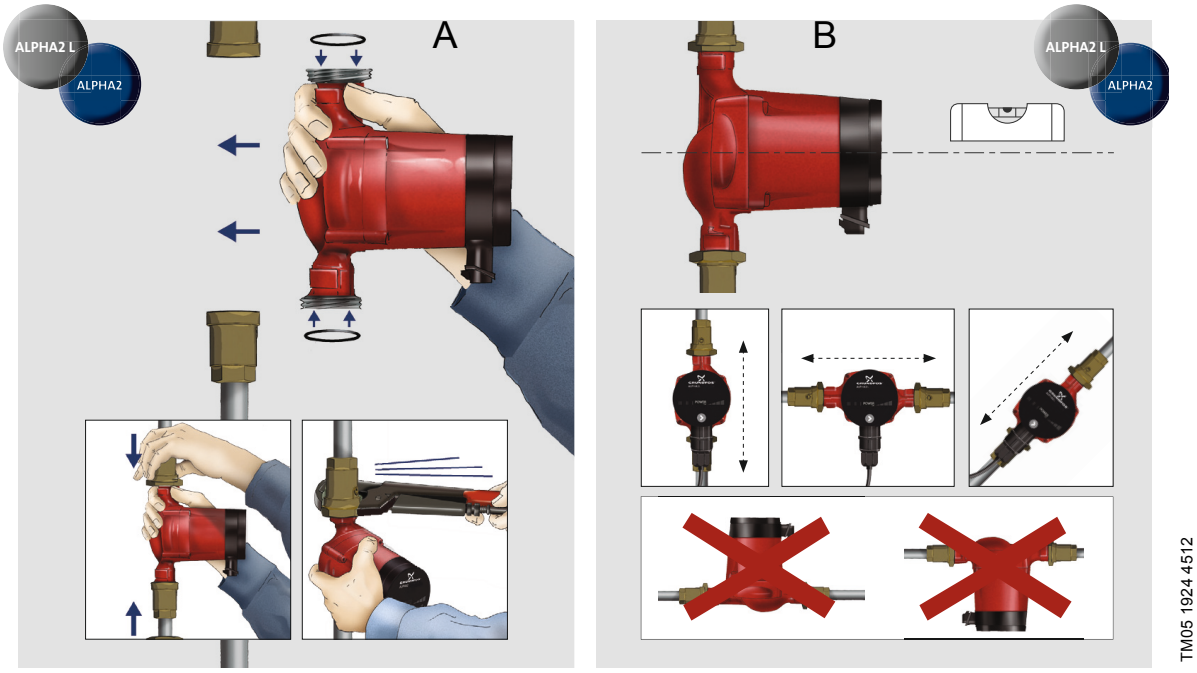

Fig. 3 Montering af GRUNDFOS ALPHA2 L
1. Montér de to medfølgende pakninger når pumpen monteres i rørstrengen. Se fig. 3, pos. A.
2. Montér pumpen med motorakselen i vandret stilling. Se fig. 3, pos. B.